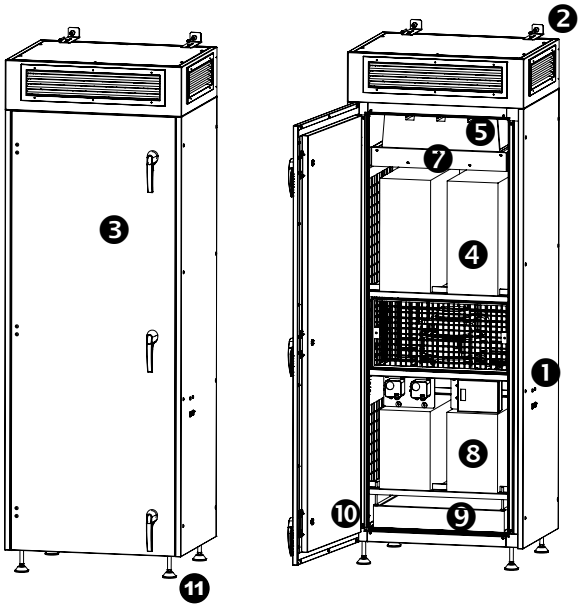

Fig. 1
1. L'appareil doit être éteint (pos. 1), hors tension (fiche de secteur débranchée) et protégé contre tout redémarrage non conforme
3. Installer prudemment l'appareil et éviter tout basculement avec une équerre de fixation (pos. 2) (voir fig.1)
4. Déverrouiller et ouvrir les portes d'inspection (pos. 3)
5. Retirer les 2 amortisseurs de bruit supérieur (pos. 4) en les tirant
6. Insérer le filtre HEPA (pos. 5) délicatement du bas vers le haut ; procéder dans le sens inverse pour changer le filtre encrassé ;
3. Installer l'appareil et éviter tout basculement avec une équerre de fixation (pos. 2) (voir fig.1)
4. Déverrouiller et ouvrir les portes d'inspection (pos. 1)
5. Retirer les 2 amortisseurs de bruit inférieur (pos. 8) en les tirant tout droit
6. Insérer délicatement le filtre fin (pos. 9). Le remplacement du filtre encrassé s'effectue dans le sens inverse ;
L'appareil doit être placé sur un sol ferme, plan et solide. Le sol doit avoir une capacité de charge suffisante et durable. L'appareil doit être installé à l'horizontale. Réglage possible grâce aux pieds réglables (pos. 11, fig. 1).